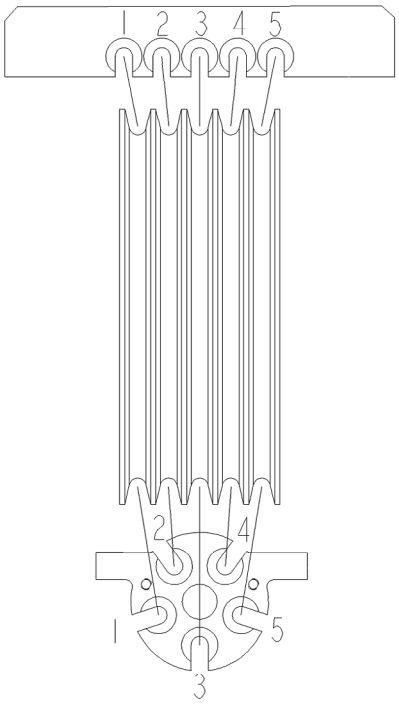

FIGURA 4-57
20. Instale los cables de extensión en la placa retenedora redonda (Figura 4-56 y Figura 4-57).